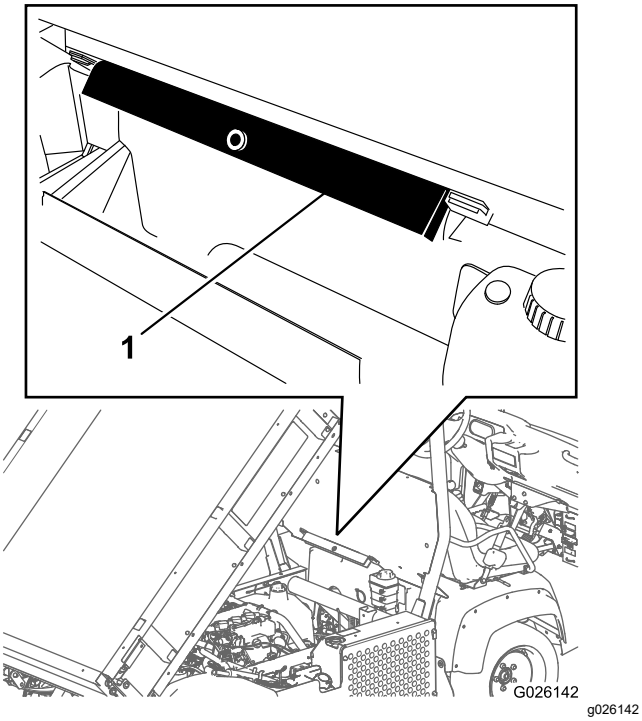

**Figur 13**
2. Ta loss flakstödet från förvaringsfästena baktill på vältskyddspanelen (Figur 13).